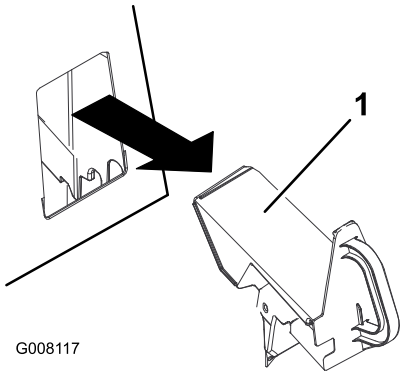

Figur 19
3. Ta bort återvinningspluggen (Figur 19).